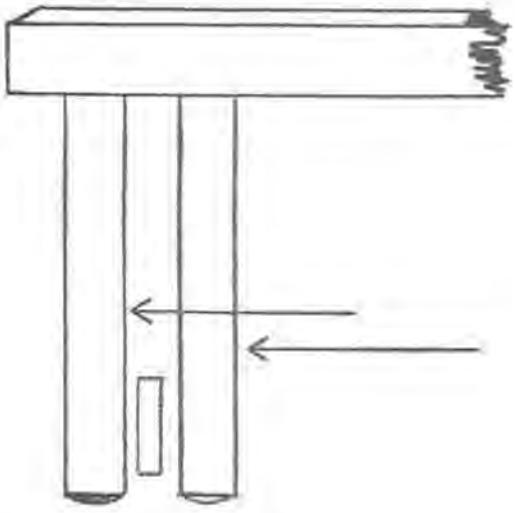

Figure 3
3. Shift both regulator pins away from the balance staff. (See Figure 3.)